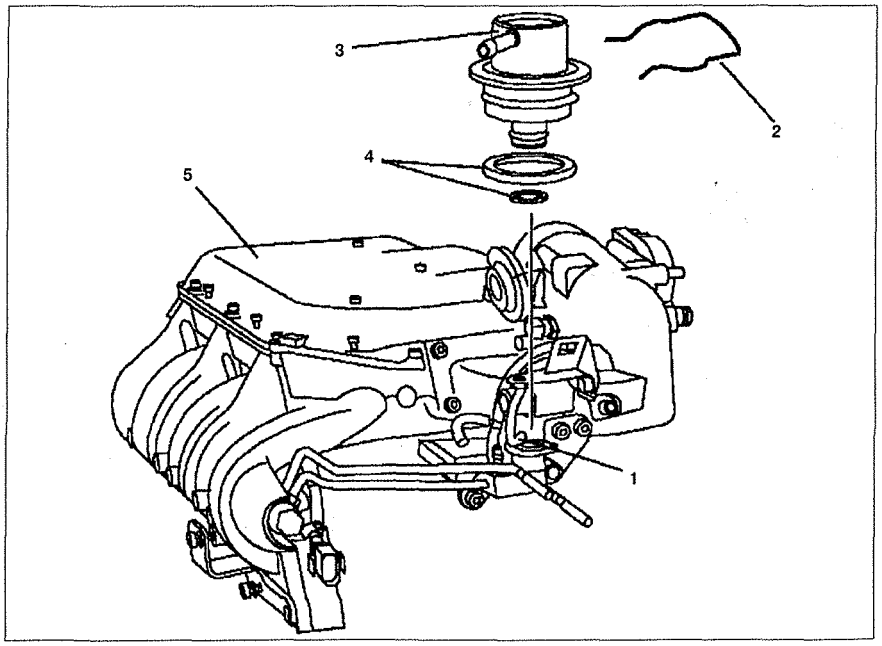

Рис. 3.43. Диафрагменный регулятор давления топлива:
1. Отсоедините вакуумную трубку **1**, идущую от впускного коллектора **5** (см.рис.3.43).